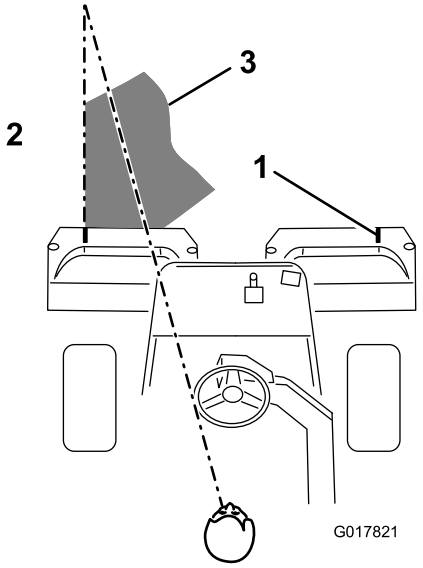

Figur 38
3. Överlappa den tidigare klippremsan så lite som möjligt under nästkommande vända. Etablera en tänkt siktlinje ca 1,8 till 3 m framför maskinen så att du klipper i en rak linje över greenen och håller maskinen på ett jämnt avstånd till förra klippvändans kant (Figur 38). Vissa föredrar att inkludera rattens ytterlinje som del i siktlinjen, d.v.s. att hålla rattkanten i linje med en punkt som alltid är på samma avstånd från maskinens framkant (Figur 38).